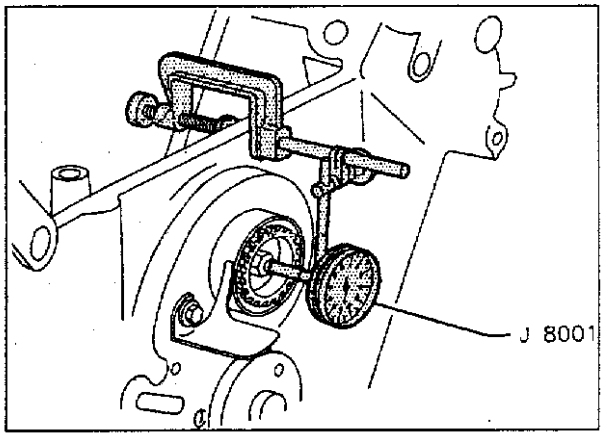

图 1-1-10　测量平衡轴轴向间隙
(1)见图 1-1-10 所示，测量平衡轴轴向间隙，轴向间隙为 0~0.20mm。